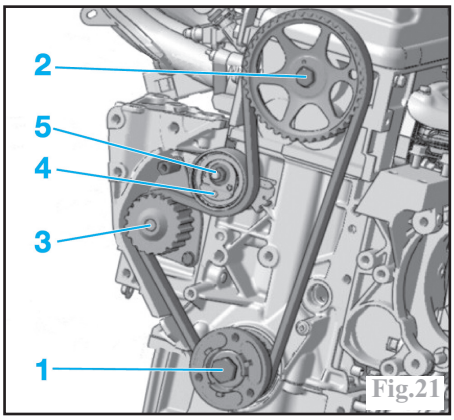

Fig.21
Desserrer l'écrou du galet tendeur (5) puis, à l'aide d'une clé **6 pans mâles** introduite dans son empreinte **6 pans creux** (4), tourner celui-ci pour détendre la courroie (Fig.21).
Mettre en place la courroie de distribution neuve en commençant par la roue dentée de vilebrequin (1) puis celles de l'arbre à cames (2) et de la pompe à eau (3) et le enfin sur le galet tendeur (4) (Fig.21).
Serrer l'écrou neuf (5) du galet tendeur à **1 daN.m**, tout en maintenant ce dernier avec la clé **6 pans mâles** (Fig.21).